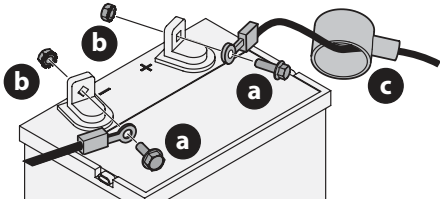

Fig. 21
1. If present, remove the plastic cover from the positive battery terminal. Attach the red connector to the positive battery terminal (+) using the bolt (a) and hex nut (b) (Fig. 21 on page 13).
2. Position the red rubber boot (c) over the positive battery terminal to help protect it from corrosion (Fig. 21).
3. If present, remove the plastic cover from the negative battery terminal and attach the black cable to the negative battery terminal (–) with the bolt (a) and hex nut (b) (Fig. 21).